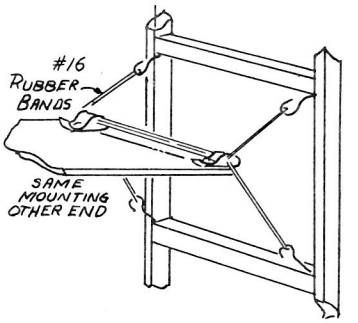

FIG 3
3.2 A second method of mounting is by means of #16 rubber bands through the loops of the Fahnestock clips on both ends of the base with the relay up. (Fig. 3). Cement a piece of sponge rubber on the bulkhead in front and back of the receiver. In case of a crash this will cushion and protect the receiver.